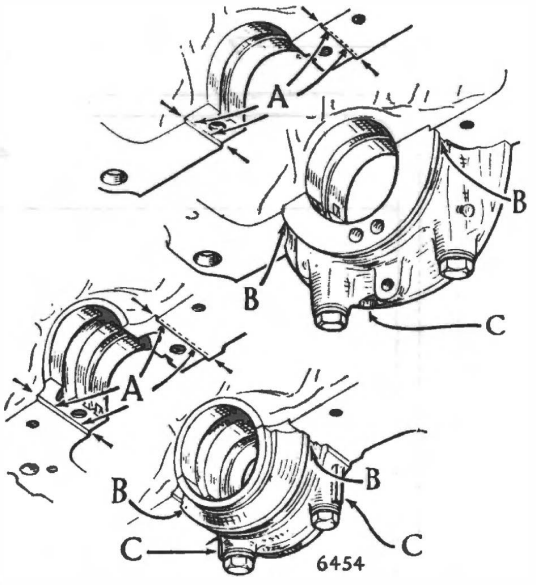

Fig. 12. *Places at which to use jointing compound on main bearing caps.*
be put into the recesses (B) into which the ends of these joints fit. See Fig. 12.
When dealing with difficult cases of oil leakage, the front and rear main bearing caps should be removed and "Wellseal" or other suitable non-setting jointing compound applied along the front and rear main bearing recess vertical locating faces (A) as shown in Fig. 12. On replacing the main bearing caps the jointing compound is trapped in the small corner clearance between the outside edges of the bearing caps and the corner of the locating recess. This prevents oil leakage along the small clearance that must exist at these points and along which oil sometimes leaks.
The identification marks, shown by (c) in Fig. 12 show that THIN semi-circular cork joints of ·150—·160 ins. (3·8—4·0 mm.) are used.